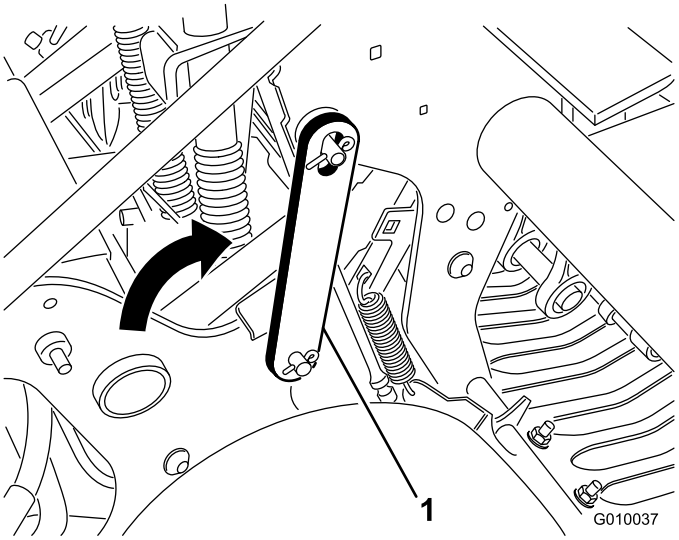

Figure 21
3. Faites pivoter le verrou de service en arrière et engagez-le sur la goupille de la tête d'aération (Figure 21). Fixez-le en place avec la goupille élastique.